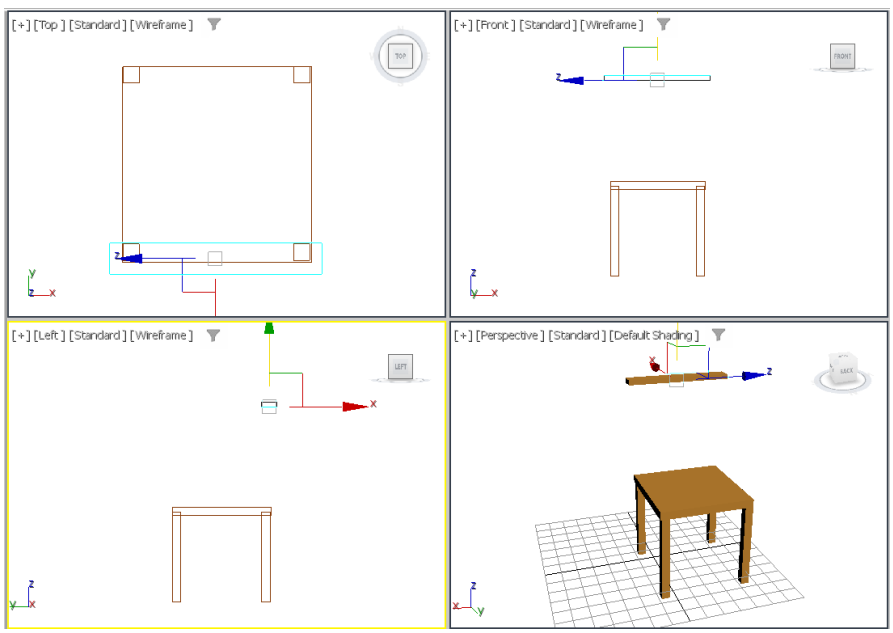

Figure 2-61 *Alignment of back1 with base*
10. Rename the created object as *back1*. Next, align it with *base*, refer to Figure 2-61.